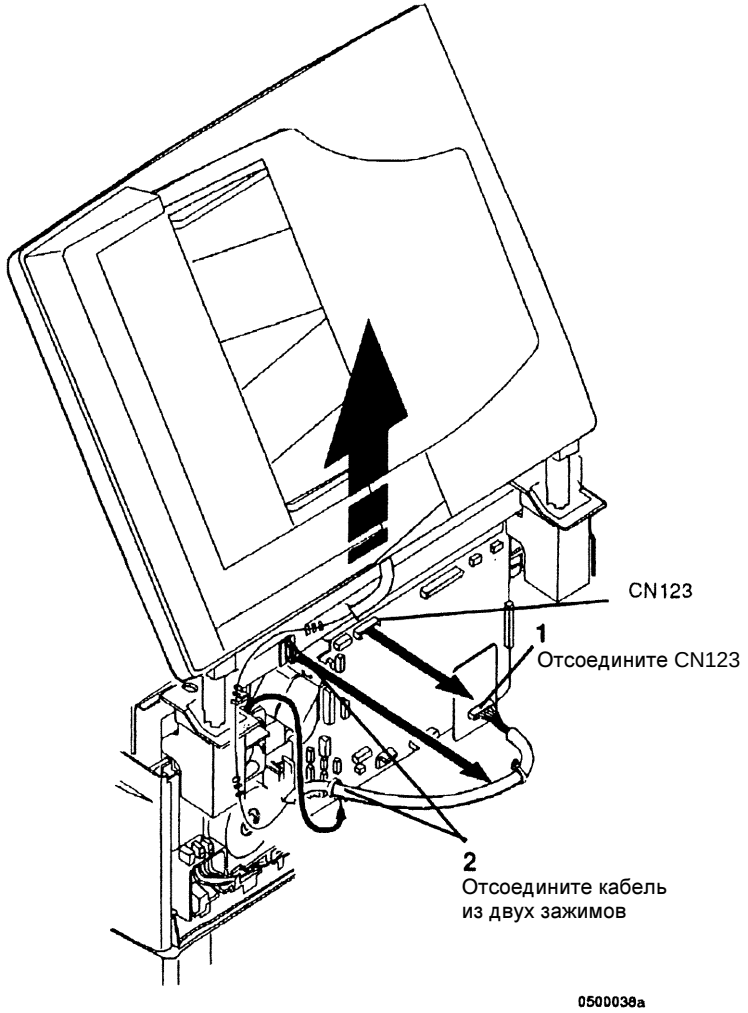

Рисунок 3 Снятие узла податчика оригиналов
4. (Рисунок 3): Снимите узел податчика оригиналов.